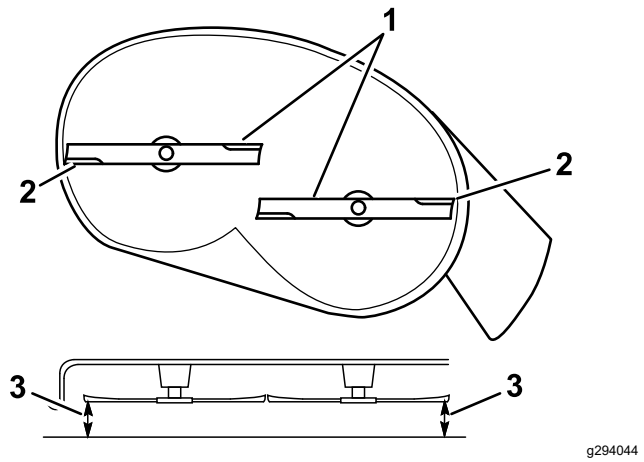
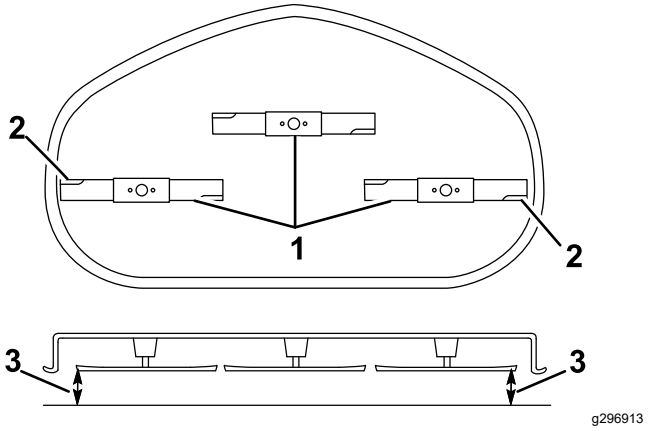

Figur 67
Figur 68
5. Mät mellan de yttre knivseggarna och den plana ytan (Figur 67 och Figur 68).